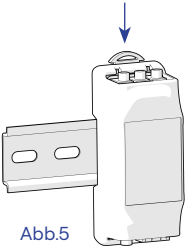

Abb.5
4. Die CT-Box (Codes: PM02M, PM02T, PM02T100) kann auf einer DIN-Schiene befestigt werden, indem der entsprechende Haken gezogen und losgelassen wird (Abb. 5). Die kompakte CT-Box (Codes: PM03M, PM03T30, PM03T100) kann einfach frei im Schaltschrank abgelegt werden.